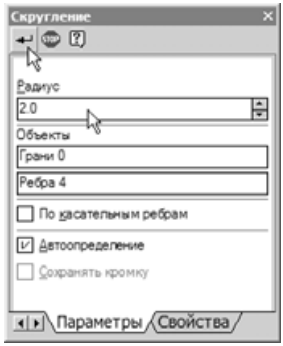

Рис. 2.80
- Вновь установите для модели ориентацию **Изометрия XYZ**. Убедитесь, что в группе **Объекты** панели свойств выбрано четыре ребра. В поле **Радиус** введите значение радиуса скругления 2 и нажмите **Создать Объект** (рис. 2.80).